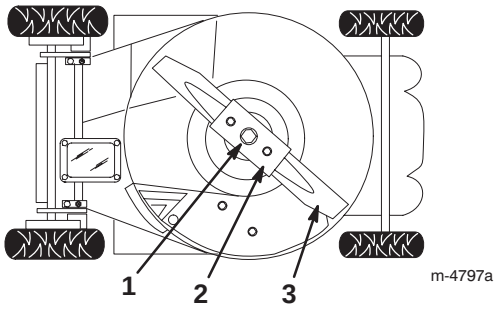

Bild 25
4. Kippen Sie den Rasenmäher auf seine *linke* Seite (Luftfilter hoch) (Bild 25).
2. Entfernen Sie die Messerschraube, Sicherungsscheibe, das Messer und die Messerverstärkung (Bild 25).